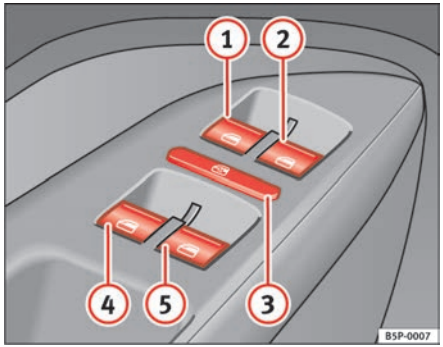

Fig. 69 Detail of driver door: controls for the front and rear windows
The buttons ⇒ page 106, fig. 69 (1) and (2) have two levels for opening the window and two for closing it. This makes it easier to open and close windows to the desired position.